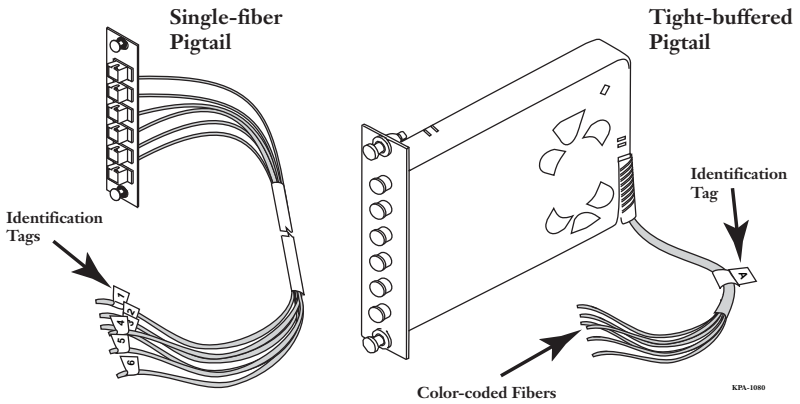

Figure 10 — Identification Tags
Step 2: Label the end of the pigtail fiber with an identification tag that corresponds to the panel's position in the housing (Figure 10). Single-fiber pigtails can be bundled together to simplify routing. If any excess length of the pigtail is removed, place new identification tags on the working length before removing the excess fiber.